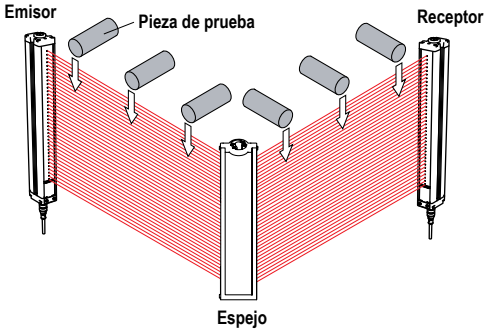

*Imagen 29: Prueba de Restablecimiento Automático con Espejo de Esquina*
5. Si se utilizan espejos en la aplicación: Pruebe el área definida en cada pata de la trayectoria de detección (por ejemplo, emisor a espejo, entre espejo y receptor, vea *Imagen 29* página 38).